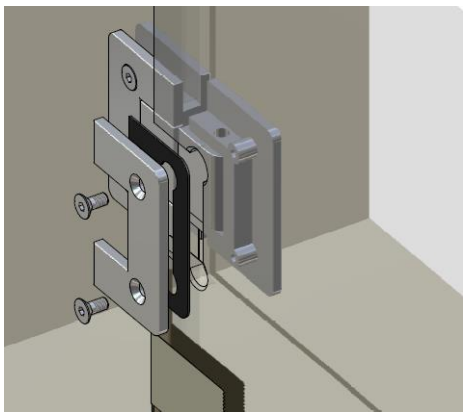

Fig 38
36. Fasten hinges to return panel and place in closed position. Hex screws should face into shower and pivot point of hinge should be on door panel (fig38).Hinges require 1 thin gasket behind each plate to stop glass from contacting hinge metal.